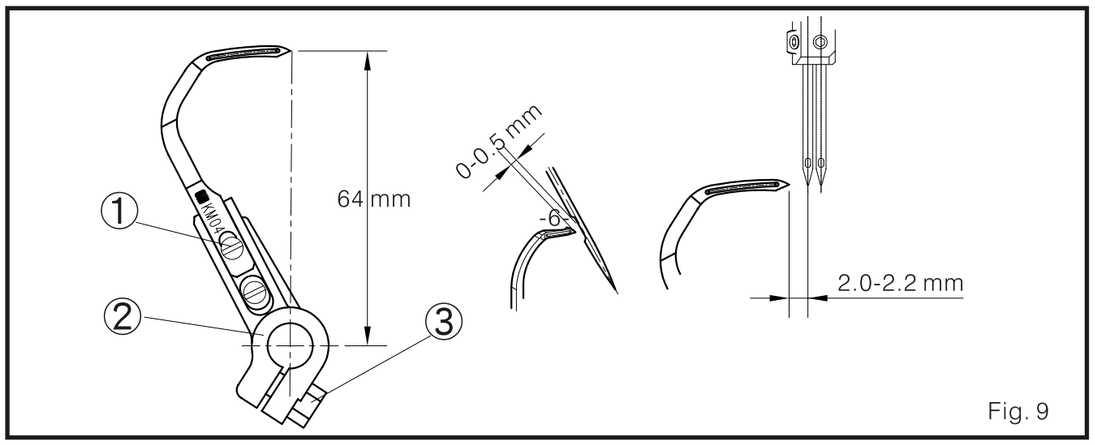

Fig. 9
5. Ajuste del bucleador inferior(Fig.9)